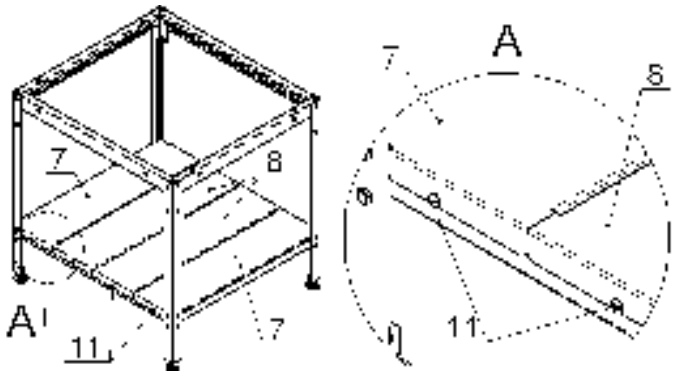

Рис.6
6. Перевернуть подставку, поставив её на опоры. Закрепить винтами М5, поз.11 на профилях лицевых нижних, поз.4 сегменты полки боковые, поз.7 и сегменты полки центральные, поз.8, как показано на рис.6